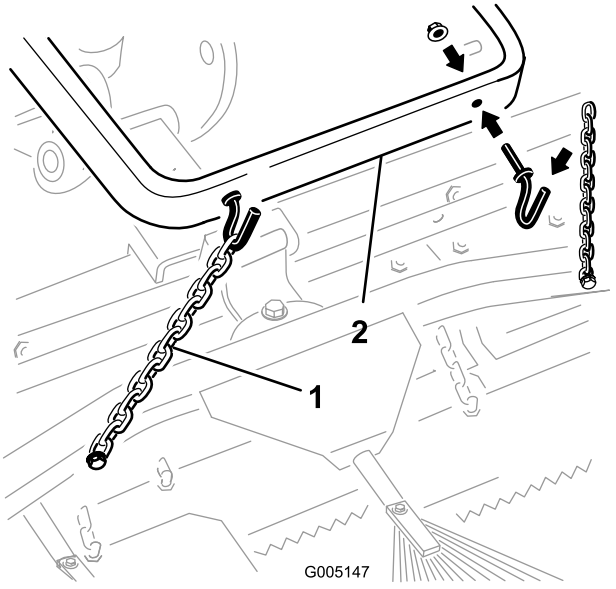
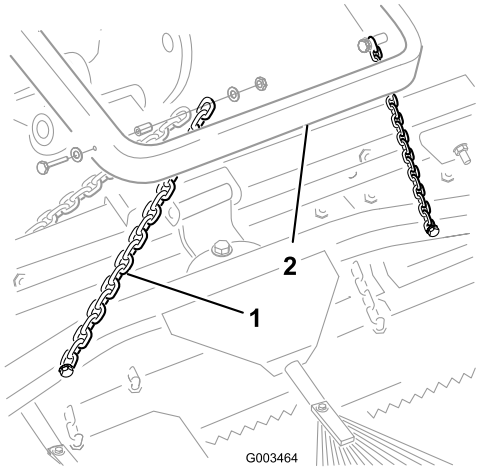

Bild 10
Bild 11
A. Haken Sie die Transportketten (oder schließen Sie diese ab) vom Hubarm aus, siehe Bild 10 oder Bild 11.